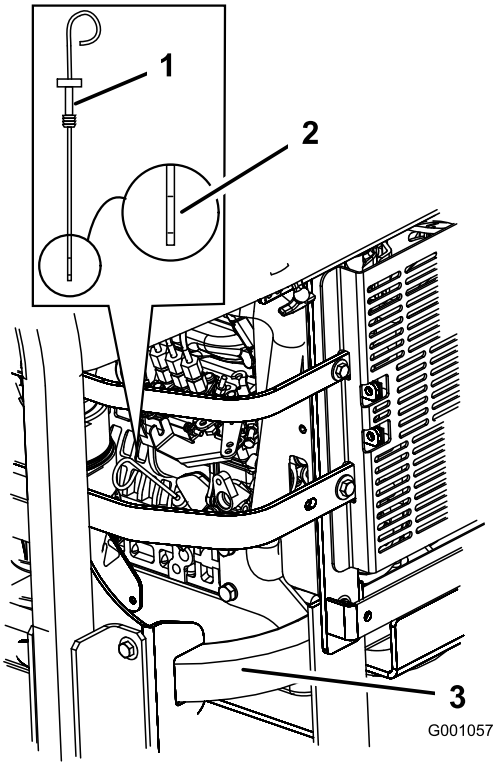

**Figuur 46**
3. Maak de omgeving van de peilstok schoon (Figuur 46), zodat er geen vuil in de vulopening kan komen, waardoor schade aan de motor kan ontstaan.
4. Trek de peilstok eruit en veeg het metalen deel schoon (Figuur 46).
5. Schuif de peilstok helemaal in de vulbuis. Trek de peilstok uit en controleer het oliepeil op het metalen deel (Figuur 46). Als het oliepeil te laag is, moet u langzaam net genoeg olie in de vulbuis gieten totdat het peil de Vol-markering bereikt.